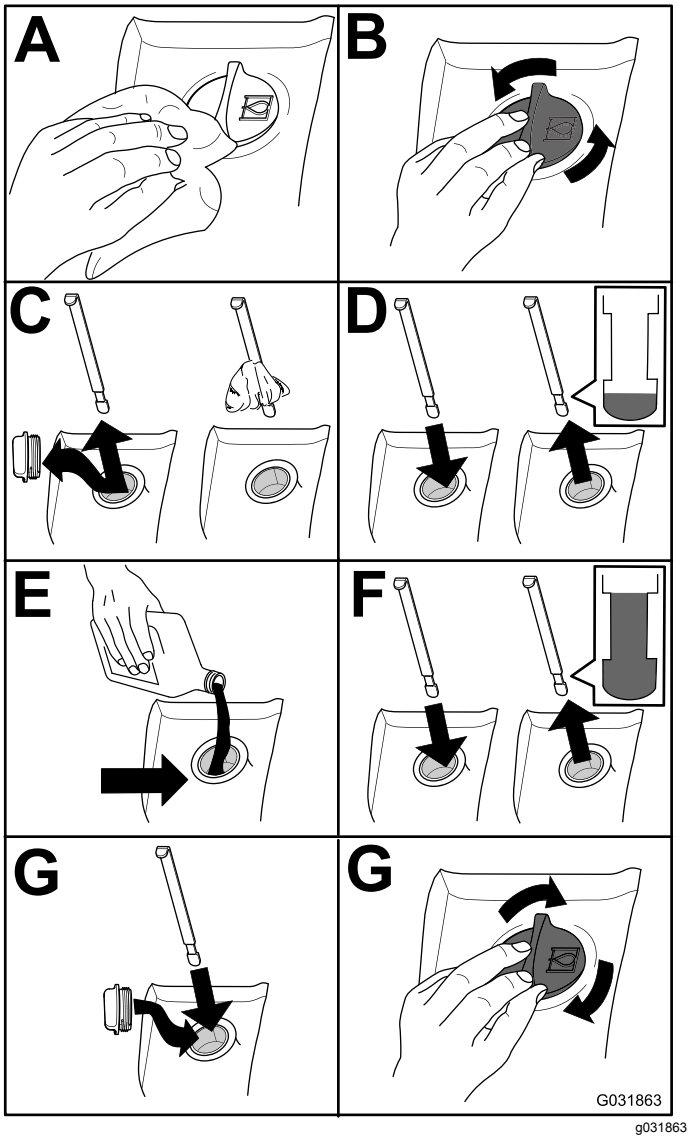

Figur 99
2. Kontrollera hydraulvätskenivån (Figur 99).